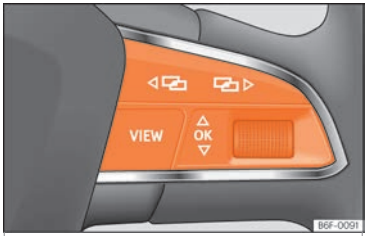

Fig. 74 Lado direito do volante multifunções: botões para utilizar os menus e as indicações informativas do painel de instrumentos.
Enquanto existir uma advertência com prioridade 1 ››› **Página 82**, não será possível aceder a nenhum menu. Algumas advertências podem ser confirmadas e ocultadas com o botão OK do volante multifunções ››› **Fig. 74**.
- Se aparecer uma mensagem ou o pictograma de um veículo, pressione o botão OK ››› **Fig. 74**; se for necessário, várias vezes.
- Para mudar de menu use os botões ◁ ou ▷ ››› **Fig. 74**.
- Para abrir o menu ou a indicação informativa exibida, pressione o botão OK ››› **Fig. 74** ou espere alguns segundos até que o menu ou a indicação informativa se abra automaticamente.
- No menu visualizado, rode a rodinha direita do volante multifunções ››› **Fig. 74** até que a opção de menu desejada fique realçada. A opção aparece assinalada.
- Pressione o botão OK ››› **Fig. 74** para realizar as alterações desejadas. Uma marca indica que a função ou o sistema em questão estão ativos.
Pressione o botão ◁ ou ▷ ››› **Fig. 74**.